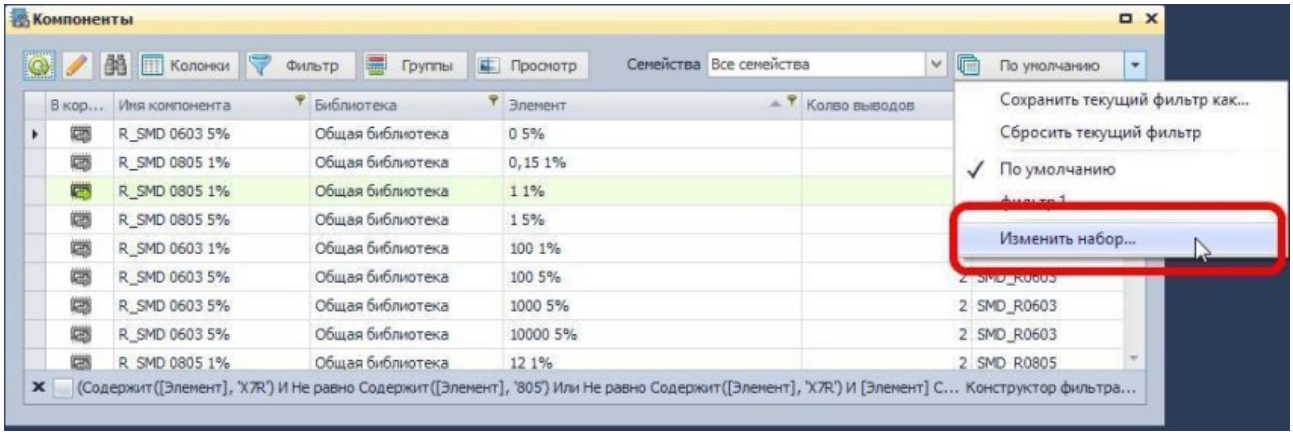

Рис. 805. Вызов набора фильтров
1. Откройте выпадающий список, который расположен в верхнем правом углу окна и выберите пункт «Изменить набор», см. Рис. 805.